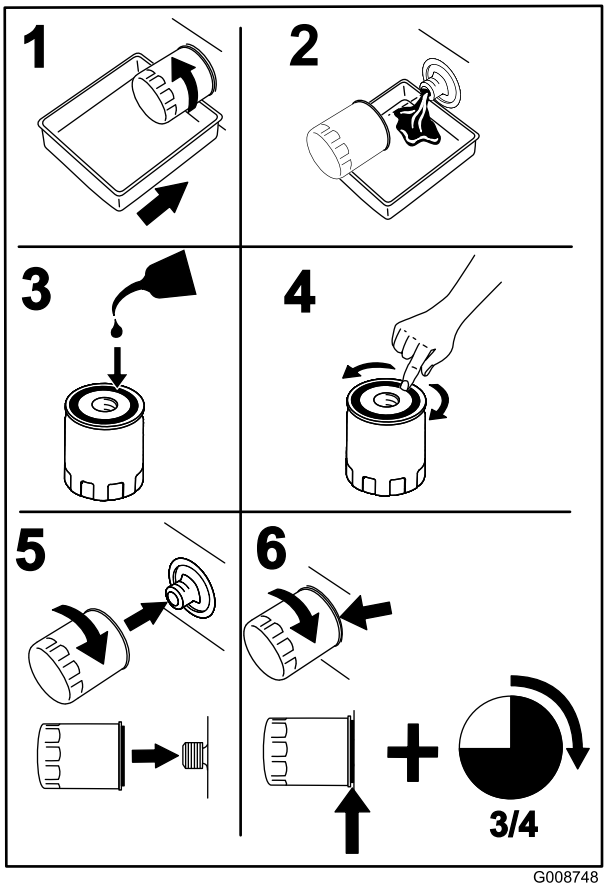

Figuur 72
9. Plaats een opvangbak onder het filter van de verdeler (Figuur 72).